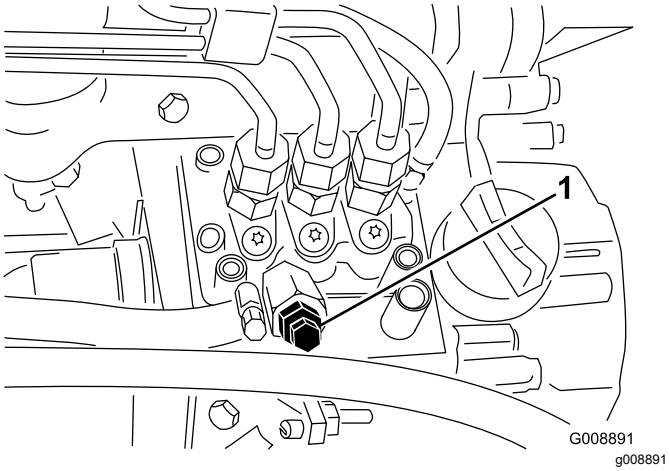

**Figur 37**
4. Åpne lufteskruen på pumpen for drivstoffinnsprøyting (Figur 37).